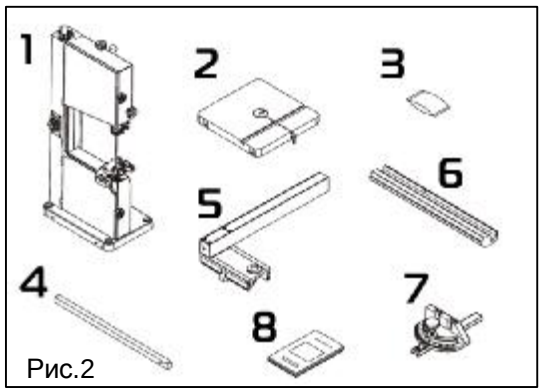

Рис.2
1. Установите параллельную направляющую (поз.5, рис.2) на фиксирующую основу (поз.6, рис.2), передвиньте ограничитель по направляющим на требуемое расстояние от лезвия.